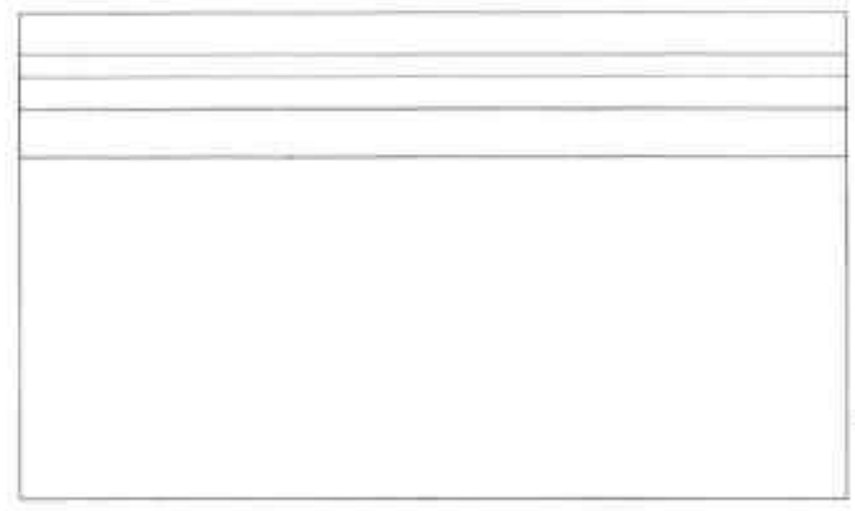

图19-103 偏移轮廓线
Step 02 执行“偏移”命令，将轮廓线分别向下偏移 250mm、150mm、200mm 和 300mm，如图 19-103 所示。